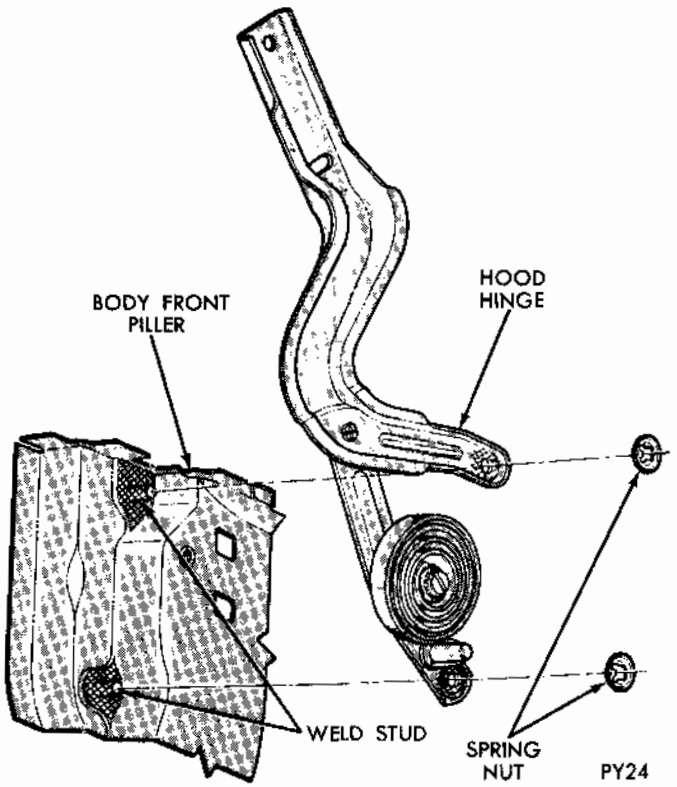

Fig. 2 - Hood Adjustment
(1) Place a protective covering over cowl and fender area.
(2) Mark outline of hinges on hood to aid in installation.
(3) With an assistant, remove hinge-to-hood bolts (Fig. 2) and remove hood assembly. **Use extreme care not to permit hood to slide rearward and damage painted surfaces of the cowl and fender areas.**
(1) With an assistant, position hood on hinges and install hinge to hood bolts. Do not tighten.
(2) Align scribe markings on hood with hinge and tighten screws lightly.
(3) Close hood and inspect alignment.
(4) Adjust alignment (Figs. 2 and 3) as necessary and tighten hood to hinge bolts 180 inch-pounds.
(5) Remove protective covering from cowl and fender area.
(1) Disengage torsion bar roller from hood hinge.
(2) Scribe hinge location on hood and remove hinge to hood screws.
(3) Support hood at hinge area.
(4) Remove hinge stud spring nuts from studs (Fig. 2) and remove hinge.